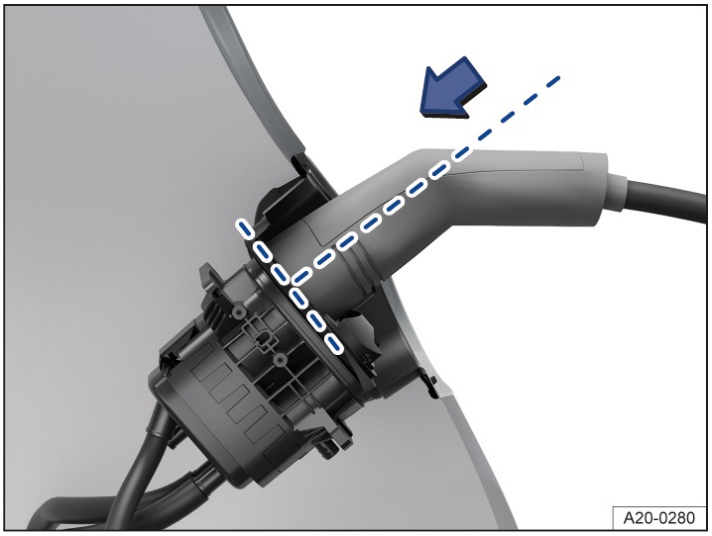

Fig. 2 Fully inserted charging connector (illustration).
4. Plug the charging connector straight into the charging socket and check to make sure that it is inserted completely *→ Fig. 2*.